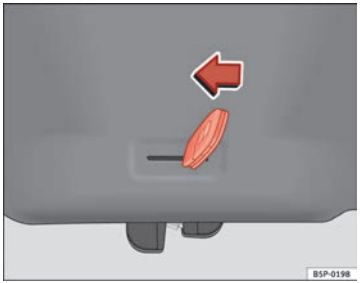

Fig. 66 Rear lid: emergency open
– Insert the key in the groove and unlock the locking system, turning the key from right to left, as shown by the arrow ⇒ Fig. 66.